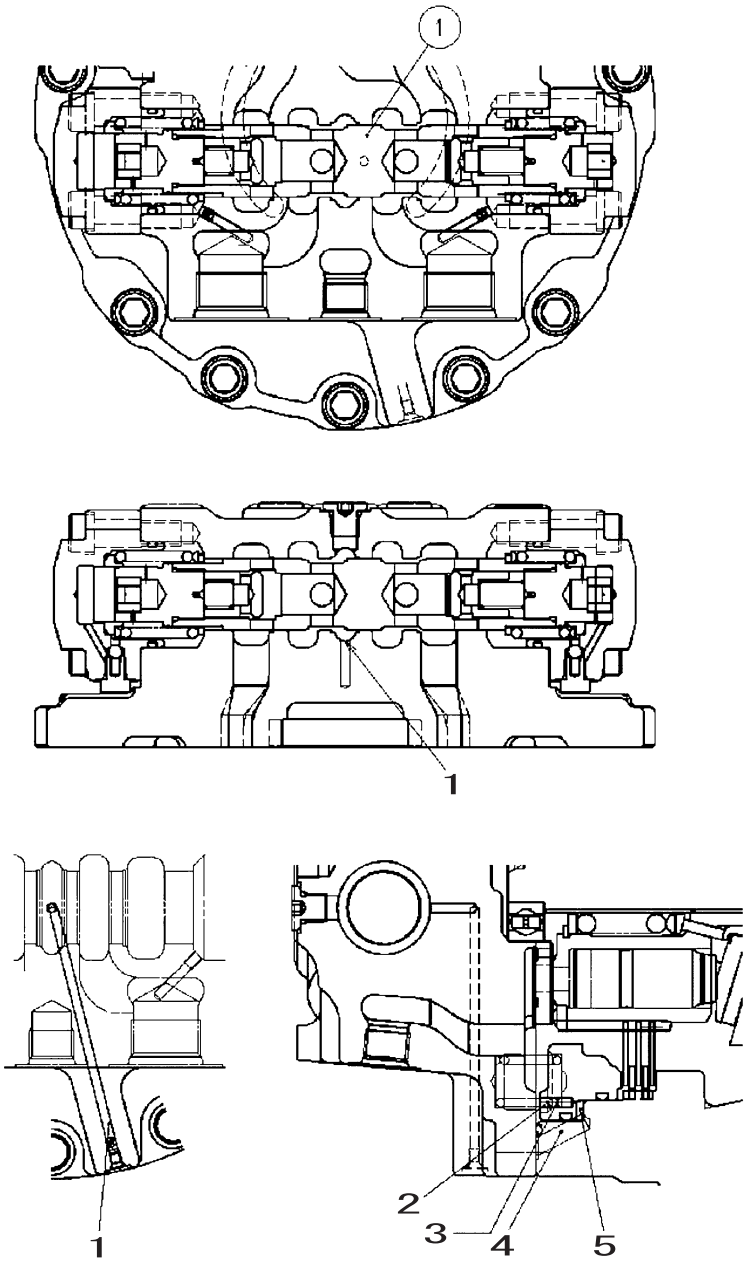
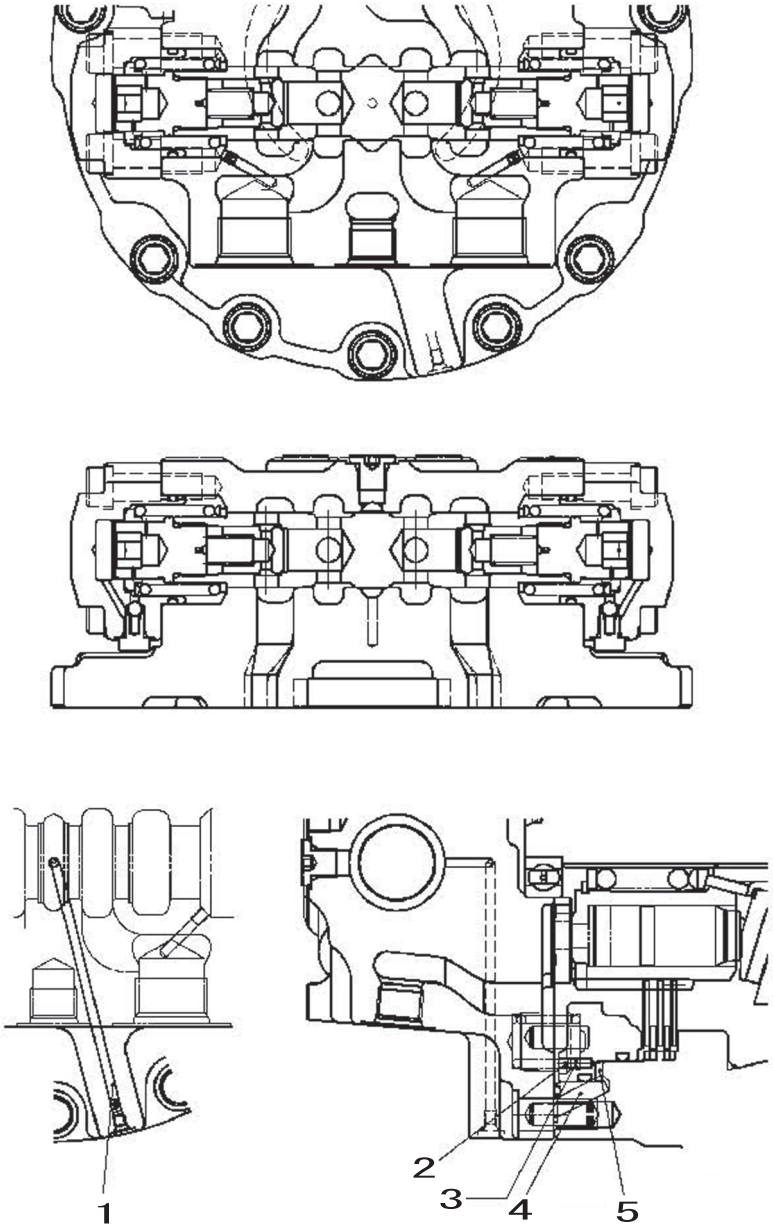

Figure 6 High-pressure selection function High-pressure selection
Figure 7 High-pressure selection function Release to motor case drain
E. High-pressure selection shuttle valve function (Figure 6 and Figure 7)
When pressurized oil is fed from the P1 port, the plunger (1) moves to the right side creating the state in Figure 6. Therefore, the motor case drain oil path F is closed, the oil path D to the parking brake cylinder chamber E is opened, the pressurized oil is led into oil path G via the orifice and flows into the parking brake cylinder chamber E, releasing the parking brake.
Also, when the piston motor stops, the plunger (1) returns to the neutral state of Figure 7, the oil path D closes, and the motor case oil path F opens, so the oil in the parking brake cylinder chamber E is led to the motor case drain and the parking brake operates.